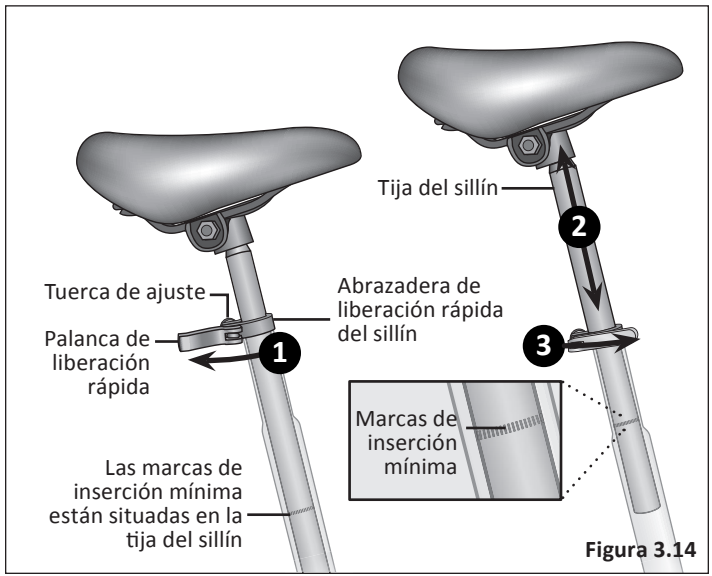

Figura 3.14
1. Accione la palanca de liberación rápida e inserte la tija del sillín en el tubo del sillín. **Figura 3.14**